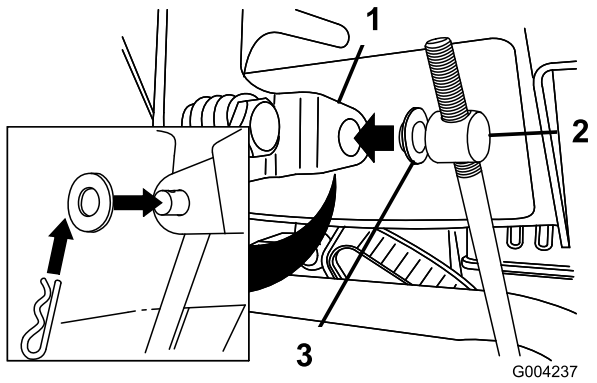

Figur 11
3. Ta bort hårnålssprinten och den yttre brickan från skruvleden på hastighetskontrollstångens övre ände (Figur 11).
Obs: Monteringen går lättare om du låter planbrickan sitta kvar på skruvleden (Figur 11).
6. Lyft upp hastighetskontrollstången och för in skruvleden i hålet i växelväljarspaken (Figur 11).